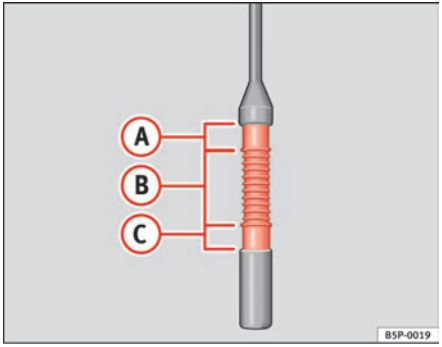

Fig. 158 Engine oil dipstick.
– Then pull it out once more and check the oil level ⇒ page 219, fig. 158. Top up with engine oil if necessary.
**Oil level in area (A)**
**Oil level in area (B)**
– Oil **can** be topped up. The indicated oil level should be **after** zone (A)
**Oil level in area (C)**
– Oil **must** be topped up. The indicated oil level should be **after** in zone (A).